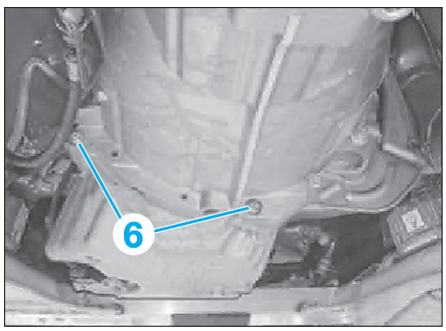

Fig. 6
• Déposer les vis (6) **(Fig.6)**.